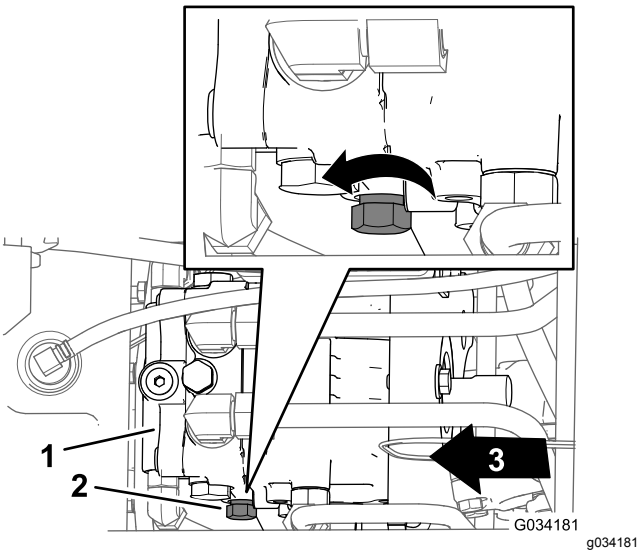

Figur 32
2. Finn kontrollknotten for omløpsventilen på venstre side av den hydrauliske pumpen (Figur 32).
3. Vri kontrollknotten tre omdreininger mot klokken (Figur 32).
1. Finn kontrollknotten for omløpsventilen på venstre side av den hydrauliske pumpen (Figur 32).
2. Vri kontrollknotten (Figur 32) med klokken til du føler motstand (omløpsventilen er stengt).